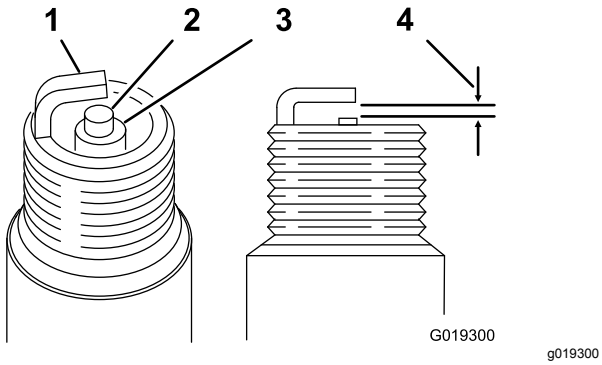

Figur 32
Afstand: 0,70 til 0,80 mm. Se Figur 32
4. Indstil gnistgabet til 0,70 til 0,80 mm som vist i Figur 32.